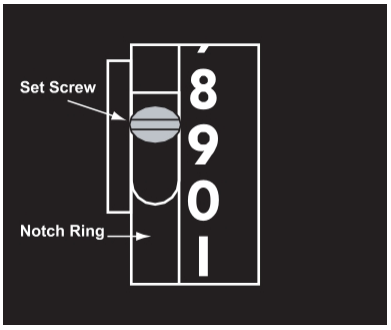

Figura 13b: Tornillo de fijación y anillo de muescas
4. Utilice un destornillador para aflojar el tornillo de fijación del anillo dentado situado en el lado izquierdo de la rueda de unidades (Figura 13b). Esto permite reubicar el anillo dentado y la rueda de unidades.